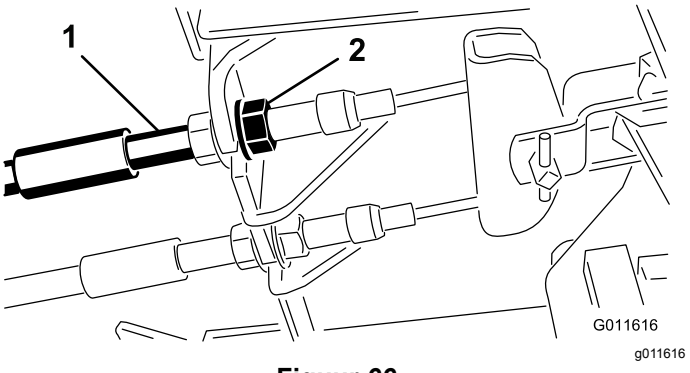

Figuur 66
1. Om de speling op de rempedalen te verkleinen, draait u de remmen vast. Draai hiervoor de voorste moer op het draadeinde van de remkabel los (Figuur 66).